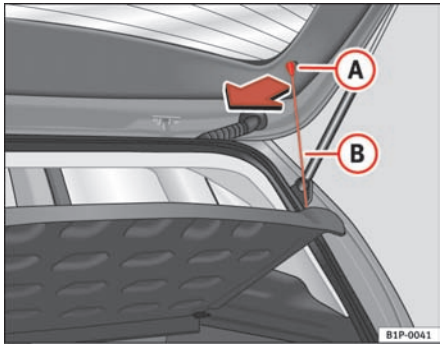

Fig. 106 Luggage compartment cover
– Disengage the loops ⇒ fig. 106 (B) from the retaining pins (A).